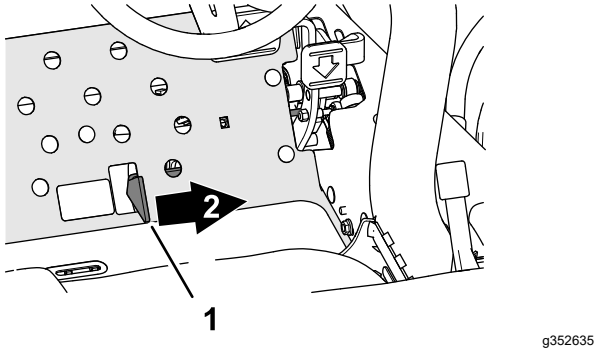

Figur 37
3. Tryk klippeenhedens drevkontakt til positionen ENGAGE (aktiver) (Figur 37).
4. Skub sænk+klip/hæv-håndtaget fremad (Figur 37) for at sænke og betjene klippeenhederne (de forreste klippeenheder er tidsindstillet til at sænke sig før de bageste klippeenheder).